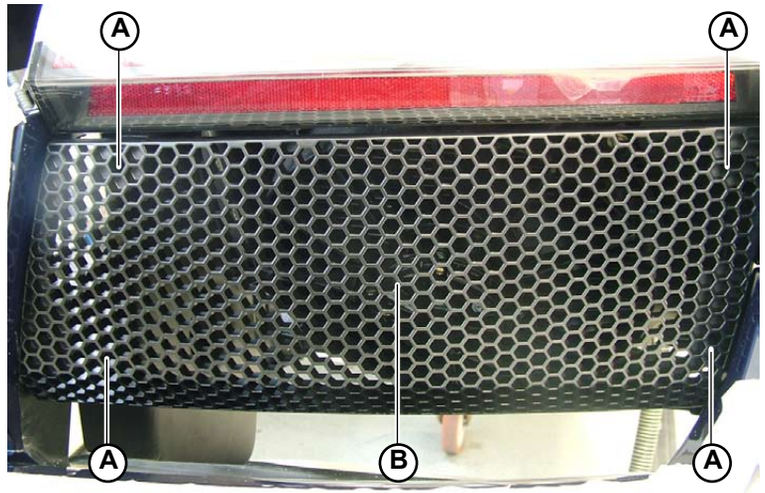

Fig.2
1. Unscrew the 4 screws (**A-Fig.2**) securing the rear side grids (**B-Fig.2**) to the body.